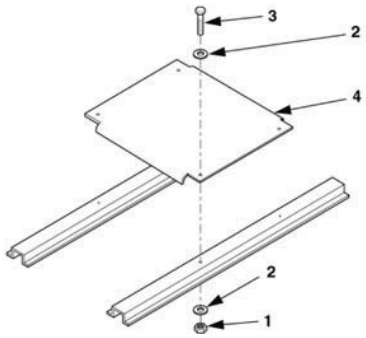

Figure 1. Power Plant/Power Unit Trailer Platform Replacement.
Remove four self-locking nuts (Figure 1, Item 1) eight flat washers (2), four screws (3), and trailer platform (4).